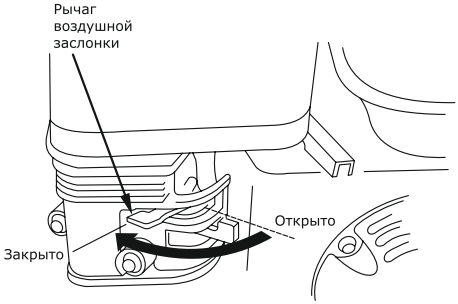

Рис. 5
- Закройте воздушную заслонку (установите рычаг в положение «CLOSE») (см. рис. 5).